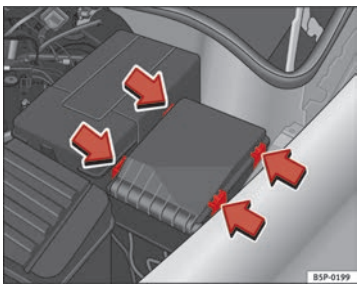

Abb. 186 Im Motorraum: Abdeckung des Sicherungskasten.
- Verriegelungstasten in Pfeilrichtung drücken, um den Deckel des Sicherungskastens zu entriegeln ⇒Abb. 186.